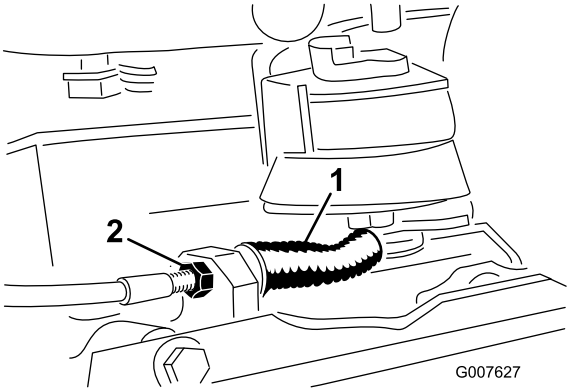

Figur 37
- Minska kabelns spänning genom att lossa kabelns främre kontramutter och dra åt den bakre kontramuttern (Figur 37). Upprepa steg 1 och 2 och justera på nytt vid behov.
- Öka kabelns spänning genom att dra åt kabelns främre kontramutter och lossa den bakre kontramuttern (Figur 37). Upprepa steg 1 och 2 och justera på nytt vid behov.